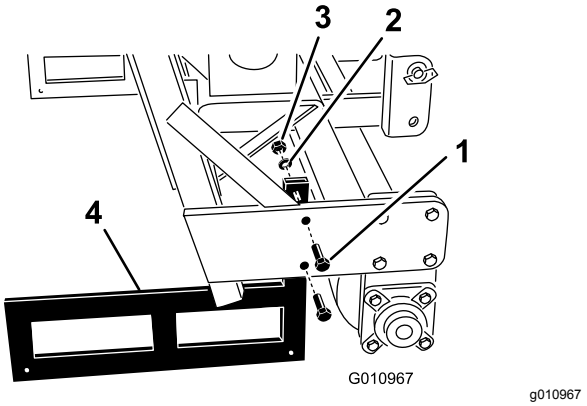

Figur 34
2. Fjern boltene, låseskivene og mutterne som fester lagringspilarene på hver side av luftemaskinen (Figur 34).